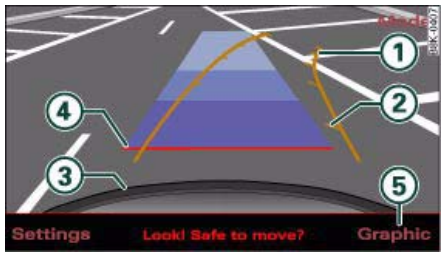

Fig. 192 MMI display: Approaching a parking space
– Press the control button for **Graphic** ⇒ *page 174,* fig. 192 (5) to show the graphic display on the screen.
– Turn the steering wheel until the orange orientation lines (1) are pointing towards the parking space ⇒ fig. 192. You can estimate the distance to an obstacle by referring to the markings (2). Each marking is equivalent to 1 metre. ▶